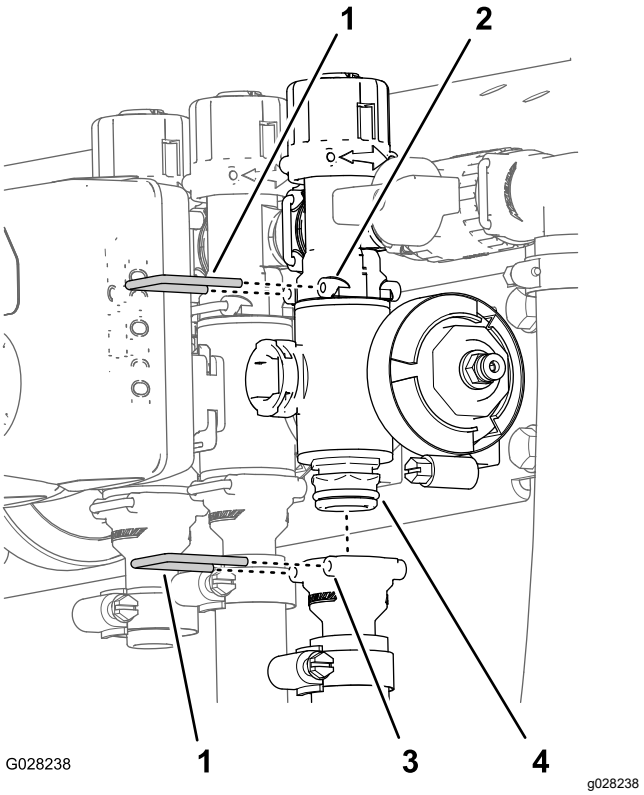

Figur 74
2. Ta bort hållarna som fäster utloppskopplingen vid sektionsventilens grenrör och ventilgrenröret vid överströmningskopplingen (Figur 74).